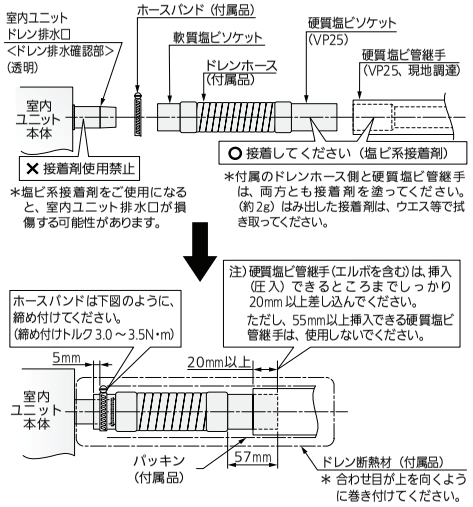

図18
- 図18のようにドレン排水口の段差までドレンホースを挿入し、ホースバンドを段差から5㎜はなしたところに、しっかりと締め付けてください。
（14ページ　図18）